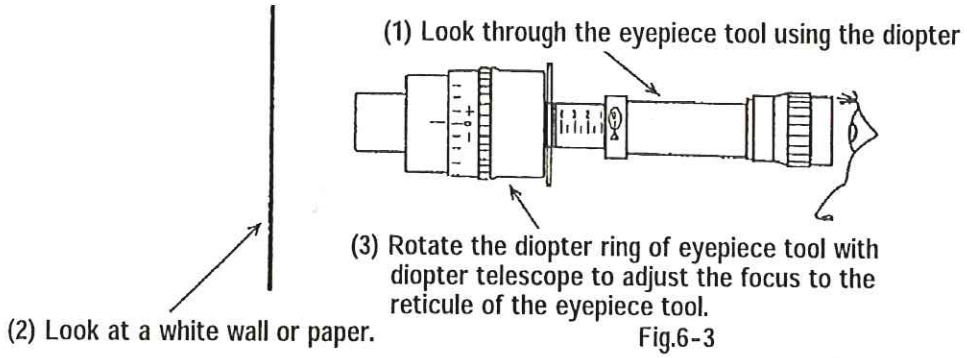

Fig.6-3
(1) Prepare the diopter telescope J-9008. Adjust diopter of the diopter telescope.
(2) Rotate the diopter adjusting ring of the eyepiece tool fully counterclockwise.
(3) Combine the diopter telescope with the eyepiece tool, and look at a white wall or paper through them.(See fig. 6-3)
(4) Look through the eyepiece tool using the diopter telescope.
(5) Rotate the diopter adjusting ring of the eyepiece tool clockwise slowly to the position where the reticle of the eyepiece tool is seen most clearly.